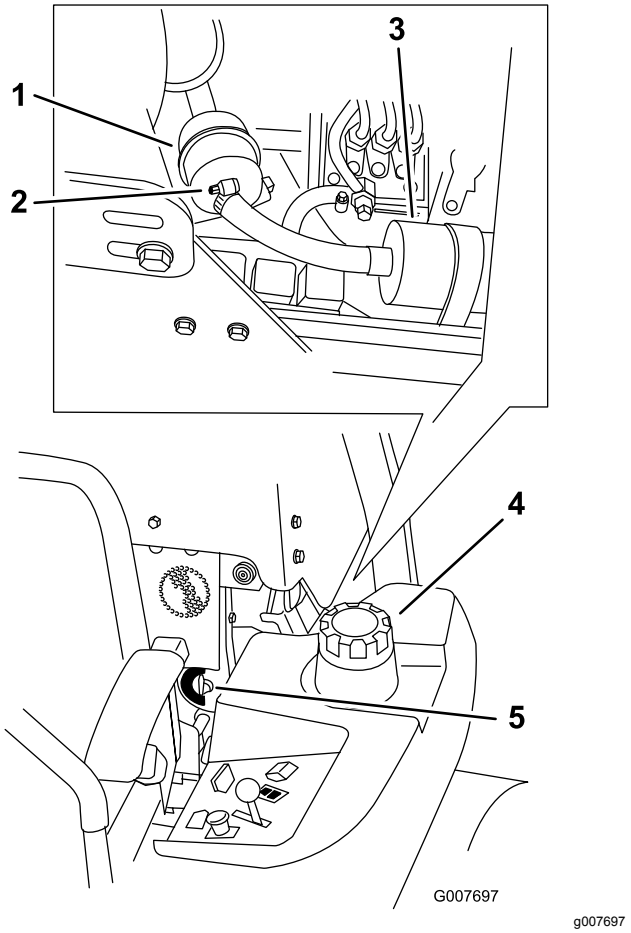

Figur 68
4. Åpne drivstoffventilen (Figur 68).
5. Løsne de to slangeklemmene og koble fra drivstoffslangene fra toppen av filteret (Figur 68).
6. Sett inn et nytt filter. Koble drivstoffslangene til drivstoffilteret og monter de to slangeklemmene (Figur 68).